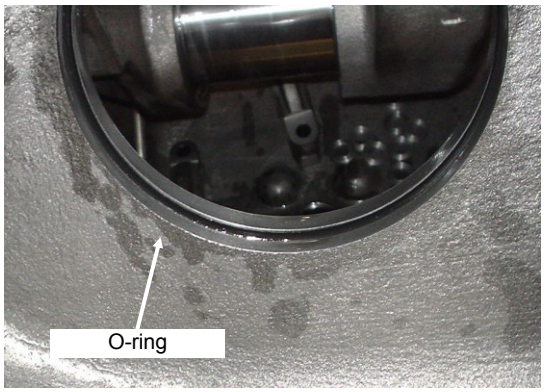

Fig. 5-86 Cylinder Sleeve O-ring
2. In a two-stage compressor, attach the cylinder sleeve O-ring to the cylinder hole at the back of the crankcase (see Fig. 5-86).